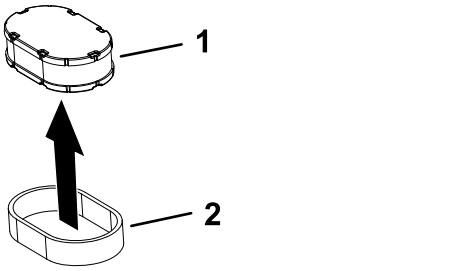

Figura 39
5. Separe los elementos de gomaespuma y papel (Figura 39).